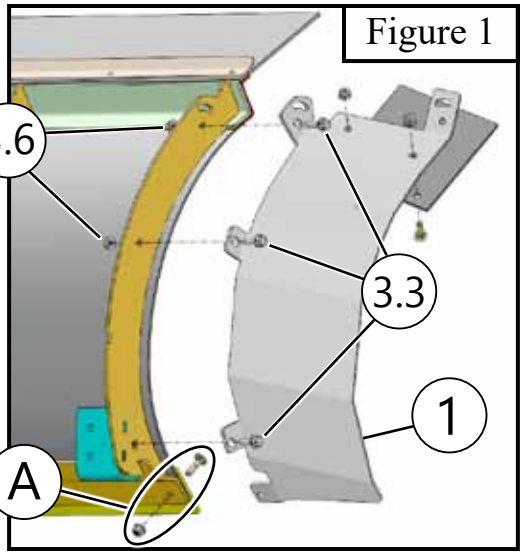

Figure 1
1. Remove and discard the outermost wear bar carriage bolt (A) on the passenger side of the plow as shown in **Figure 1**.
2. Hold Side Shield (1) in place on passenger side of the blade and secure using 5/16 bolts (3.3) and 5/16 nuts (3.6) as shown in **Figure 1 & 2**. ***Note:*** Do not tighten at this time.